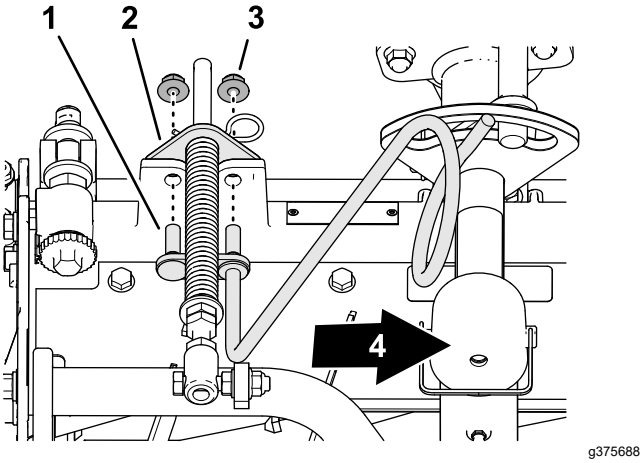

Figuur 14
3. Lijn de tapeinden van de rechter slanggeleider uit met de gaten in het frame van de maai-eenheid en de gazoncompensatiebeugel (Figuur 14).